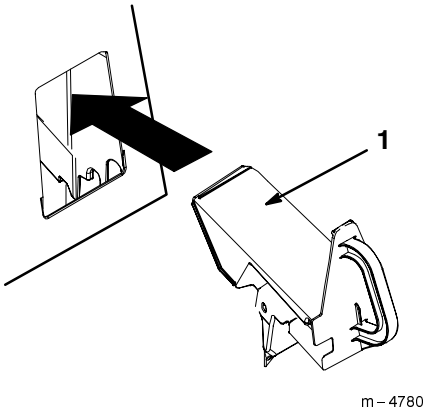

Figura 19
4. Inserite il tappo del Recycler nell'apertura come illustrato in Figura 19.